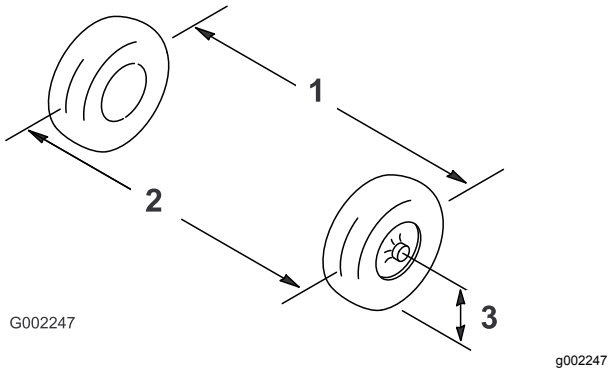

Figura 52
2. Mida la distancia entre los neumáticos delanteros a la altura del eje, en la parte delantera y trasera de las ruedas (Figura 52).